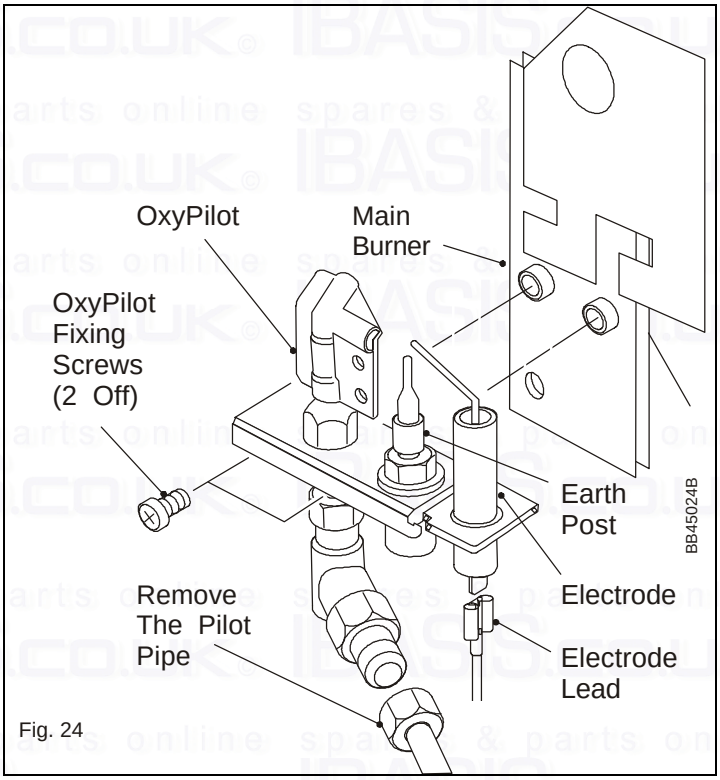

Fig. 24
7) Re-assemble in reverse order. Ensure that the flange on the burner end cap (See Fig. 24) locates under the top hat bracket at the rear of the combustion chamber.